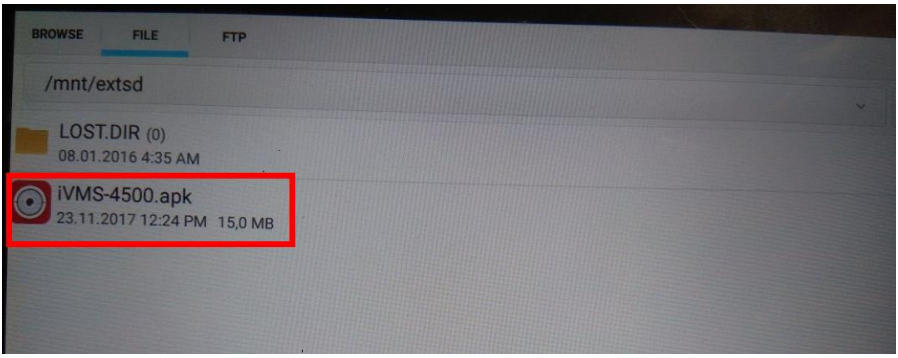

Рис. 216 Процесс установки стороннего ПО
6) Выберите файл ранее загруженного на micro SD карту приложения и установите его, приняв все необходимые разрешения (рис. 216)